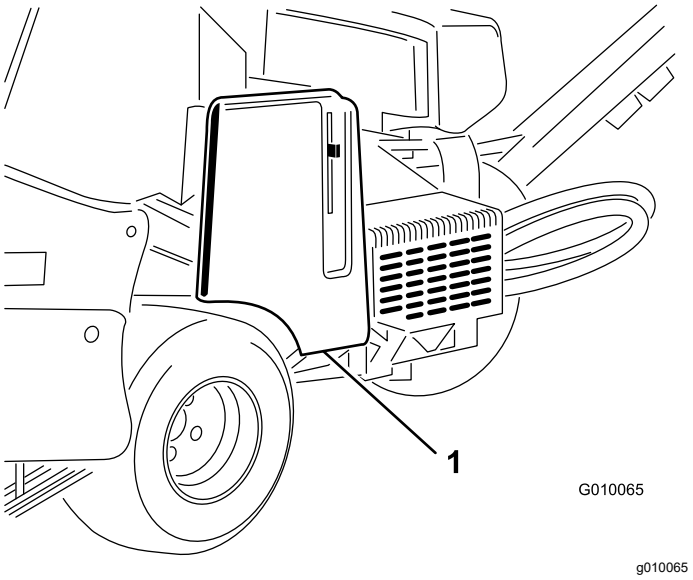

Figur 57
2. Løsn, og fjern remskærmen (Figur 57).